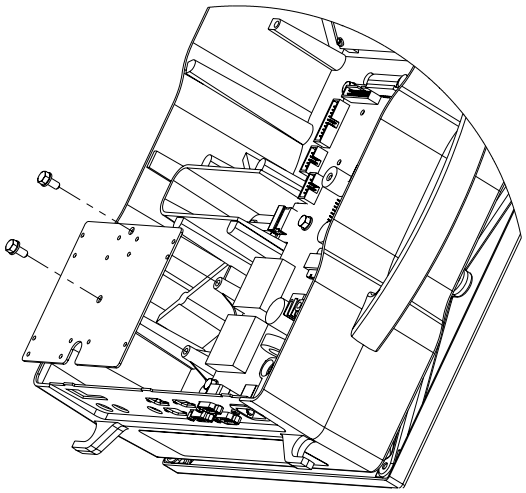

Figure 2-3: Installing the Option Mounting Bracket
3. Remove the (6) 38-31-8710 M5 x 0.8 x 10 mm screws from the enclosure bottom plate and set it aside.
4. Use the (2) M5 self-tapping screws to fasten the option-mounting bracket to the Model 675 enclosure. For the installation drawing refer to Figure 2-3.